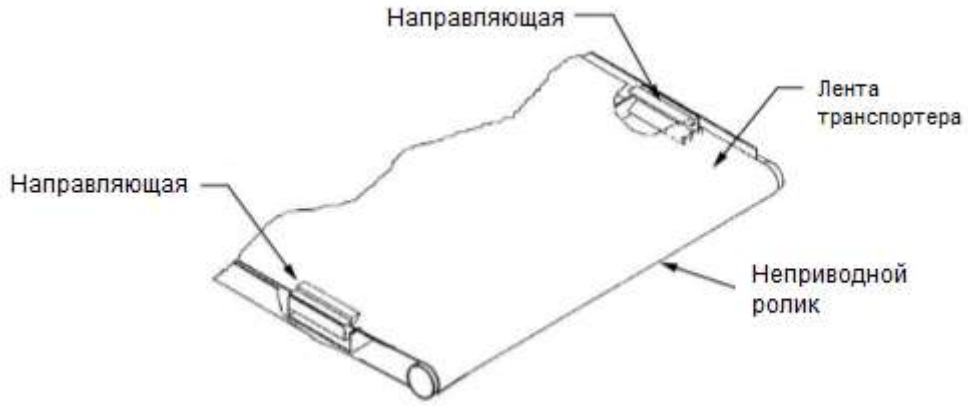

Рис. 22 – Показана обратная сторона транспортера
6. Направляющая расположена с нижней стороны настила транспортера рядом с неприводным роликом (Рис. 22). Задняя часть направляющей намагничена и таким образом она крепится к боковой стенке настила транспортера. Не устанавливайте